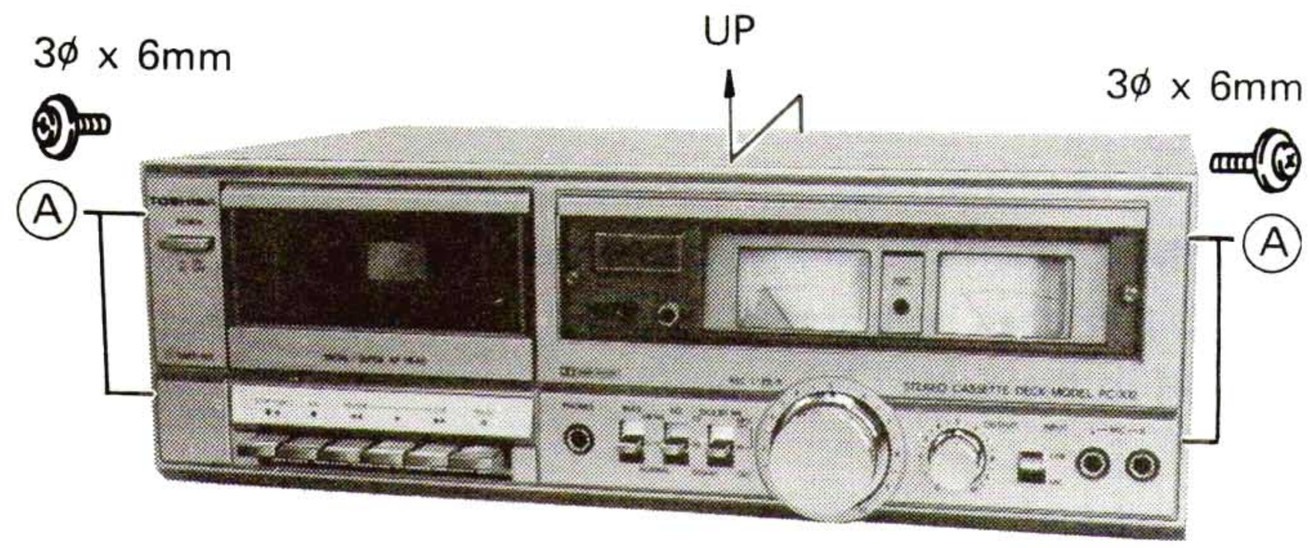

Figure 5.
1. Remove 4 screws (A) (3ϕ x 6mm with washer) which secures the top cover from both sides. (See figure 5.)